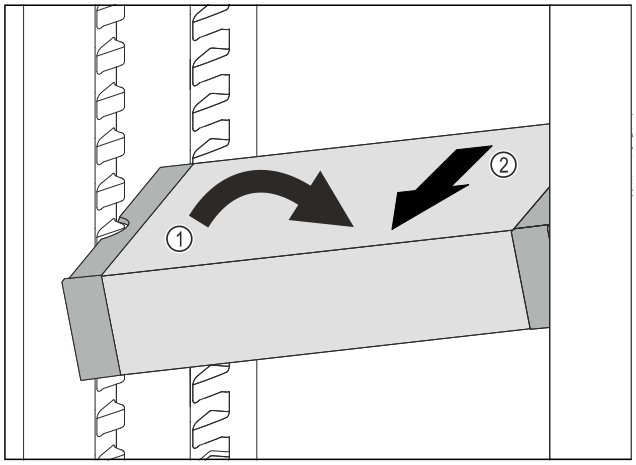

Fig. 177
▶ Poziționați oblic VarioSafe în frigider. *Fig. 177 (1)*
▶ Extrageți VarioSafe spre înainte. *Fig. 177 (2)*